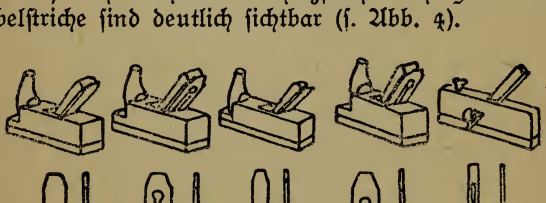

Abb. 2. Schlicht- 3. Doppel- 4. Schropp- 5. Putz- 6. Simshobel hobel hobel hobel hobel
2. Der Schlichthobel folgt dem vorigen und besteht aus einem nur schwach bogig geschliffenen, einfachen Hobeleisen von etwa 40 bis 45 *mm* Breite. Er macht das Holz ziemlich eben und glatt (s. Abb. 2).